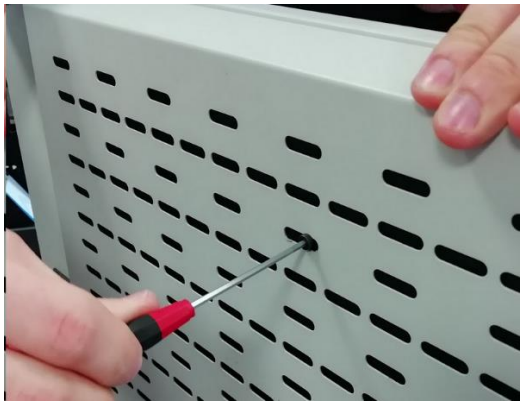

Rys. 19 Przykręcenie śruby DIN7984-M4x6
12. Przykręć śrubę DIN7984-M4x6 z zastosowaniem podkładki DIN125-M4 (rys.19).